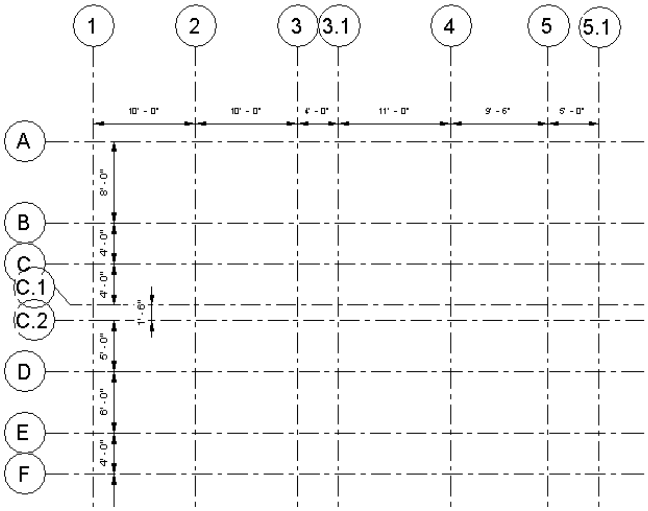
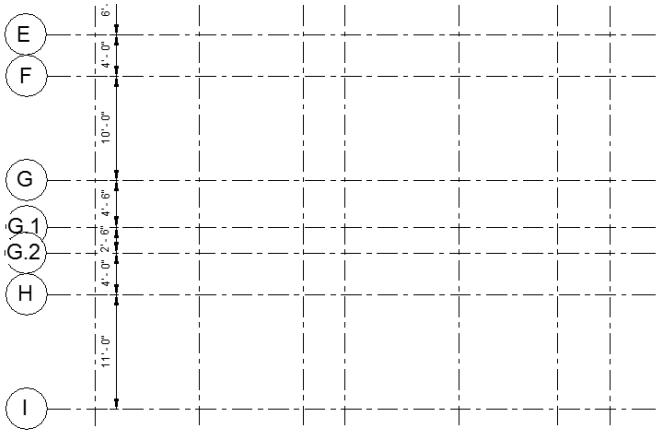

Figure 3-53 *The horizontal grid lines to be created with the specified names and distances*
Figure 3-54 *The remaining horizontal grid lines in continuation of Figure 3-53*
24. Repeat steps 20 to 23 to create the rest of horizontal grid lines and rename them, refer to Figures 3-53 and 3-54.
*To create the remaining horizontal grids from grid **B** to grid **I** refer to Figures 3-53 and 3-54. Note that both these figures are part of a single grid plan view. Figure 3-54 is the continuation of Figure 3-53 and is displayed separately to show the grid dimensions clearly. Further, the horizontal grids will be renamed using the same method used for vertical grids.*